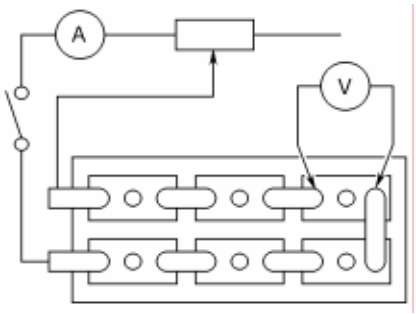

Рисунок 12.1 – Схема разрядки аккумуляторной батареи
– разрядить аккумуляторную батарею током 17,4 А при десятичасовом режиме до напряжения 1,7 В в каждом элементе (рисунок 12.1);